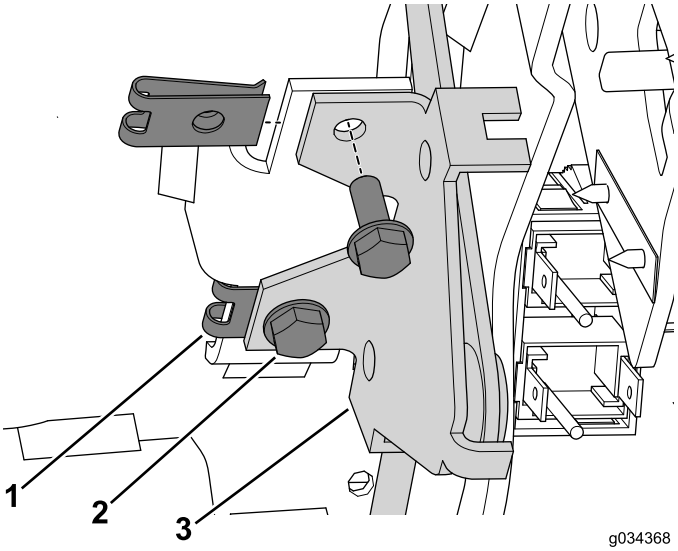

Figura 19
3. Montate le piastrine per viti autofilettanti sul supporto del gruppo consolle (Figura 19).
4. Utilizzate i 2 bulloni (n. 10 x 1/2 poll.) per fissare il gruppo della leva dello starter alla consolle (Figura 19).